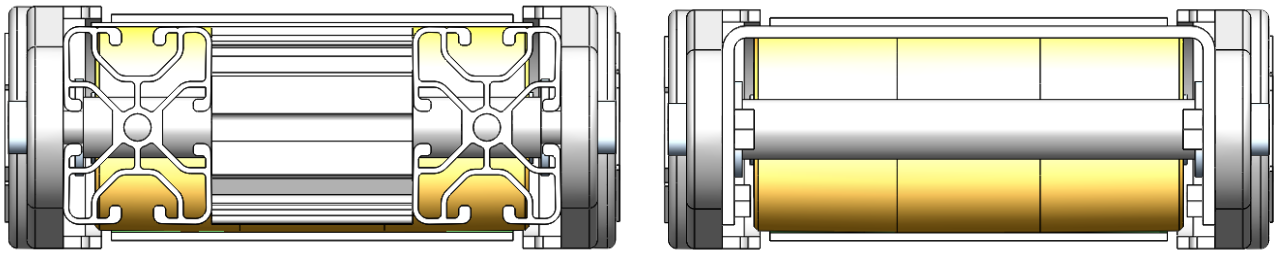

Fig. 1: Tipi di strutture nastro
- Congiungere i giunti con la stessa numerazione (Fig. 1).